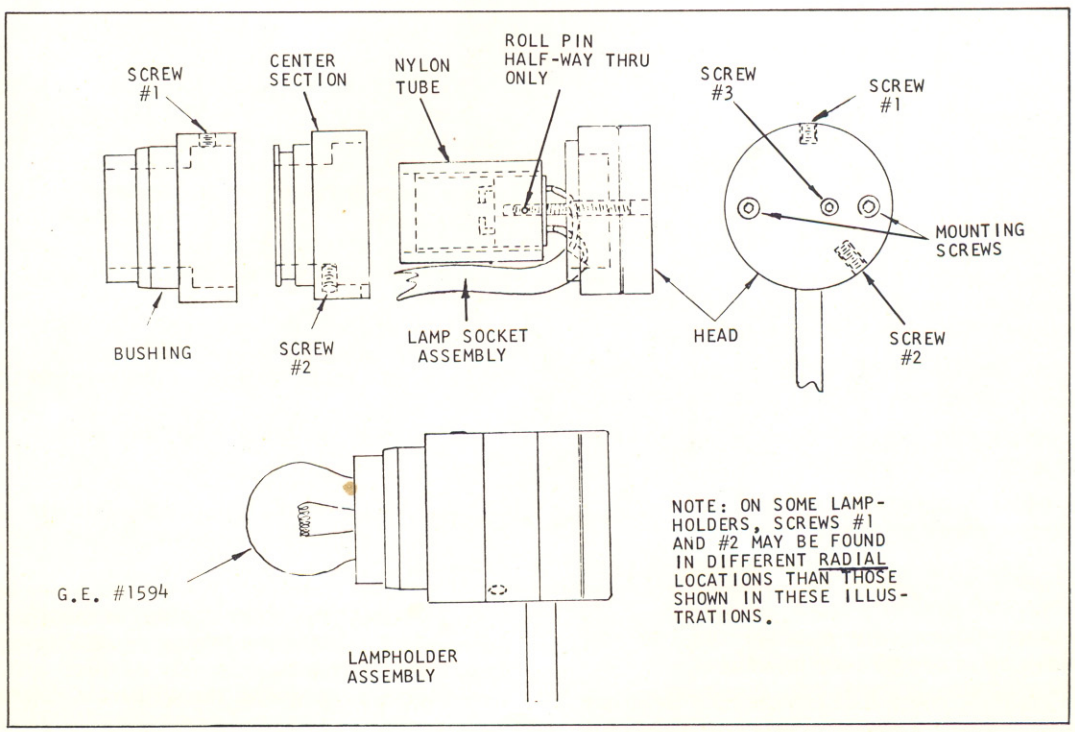

Figure 9. Replacement of Lamp Socket Part No. 030257 (6101-CS/16 MM)
Disassembly (See Figure 9).
Reassembly (See Figure 9).
(1) Thread screw No. 3 into head until outer end of screw is flush with outer surface of head, then turn screw in (clockwise) 4 turns (see Figure 9).
(2) Holding screw No. 3 in this position with an Allen wrench, turn the nylon tube and socket onto the screw (left-hand thread) 6 turns, or until it is in the position shown in Figure 9. Hold the cable snug against tube while threading to prevent loosening the soldered cable leads. Also use caution in threading socket onto the screw as the socket material is rather soft.
(3) Place the cable into the slot as shown and assemble center section of the holder onto the head and tighten the two mounting screws in place after pushing the cable into the assembly slightly to allow some slack for adjustment movement.
(4) Assemble the bushing over the tube and onto the center section. Insert setscrew No. 1. Rotate the bushing so that as its keyway aligns with the key in the cover plate opening, the cable will be at the bottom. Then draw both No. 1 and No. 2 setscrews up to snug.
(5) Insert new lamp and install the lampholder into the aperture housing, tightening the knurled screw to hold it in place.
(6) Connect the cable (see NOTE following Disassembly procedure).
(7) Proceed with lamp adjustments as outlined in paragraph H.